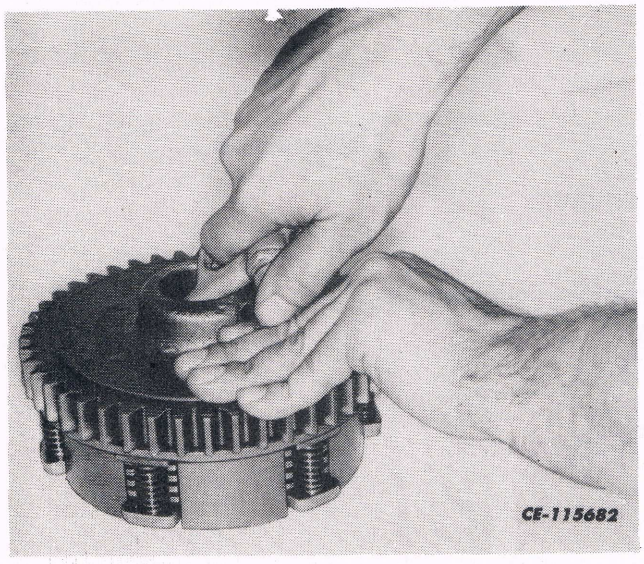

Fig. 15
8. Using air pressure in the hole (A) in the bore of the clutch cup gear, check the operation of the clutch piston for cut sealing rings. See Fig. 15.